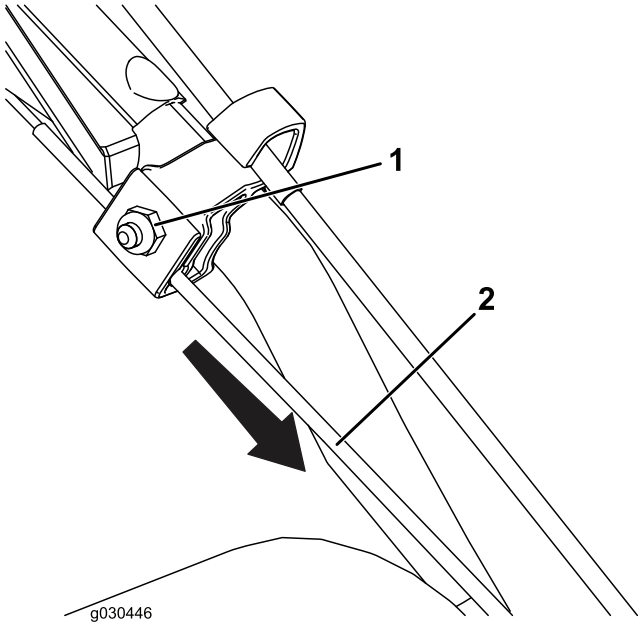

**Figur 26**
1. Løsn møtrikken på den øverste kabelklemme, men fjern den ikke (Figur 26).
2. Træk kablet ned for at fjerne størstedelen af slækket i kablet (Figur 26).
3. Stram møtrikken (Figur 26).